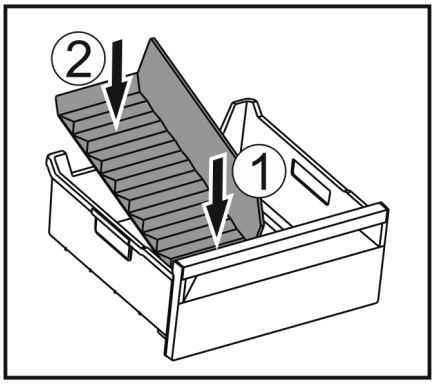

Fig. 244
▶ Introduceți partea frontală a separatorului pentru compartimentul de gheață. *Fig. 244 (1)*
▶ Coborâți partea posterioară a separatorului pentru compartimentul de gheață până la baza sertarului. *Fig. 244 (2)*